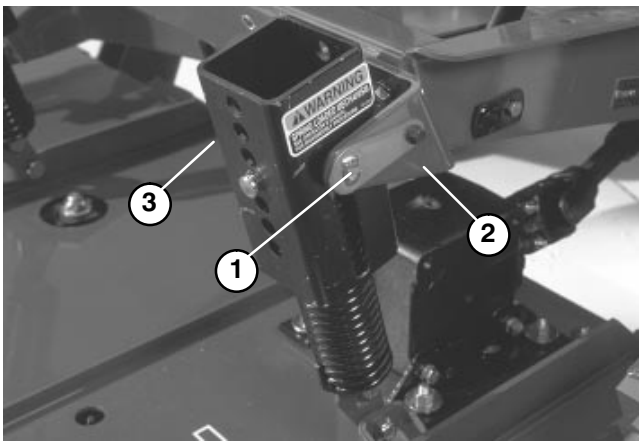

Figure 21
2. Disconnect counterbalance from traction unit, remove lock pins from brackets, separate spring tension assemblies from brackets and lay them down on the deck. Loosely secure lock pins to brackets to prevent losing them (Fig. 21).
3. Lower cutting unit, remove (4) pins from height−of−cut brackets (Fig. 21).